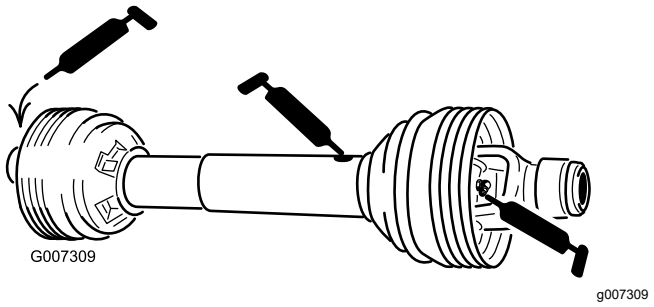

Figuur 28
Aandrijfas van aftakas (3) (Figuur 28)